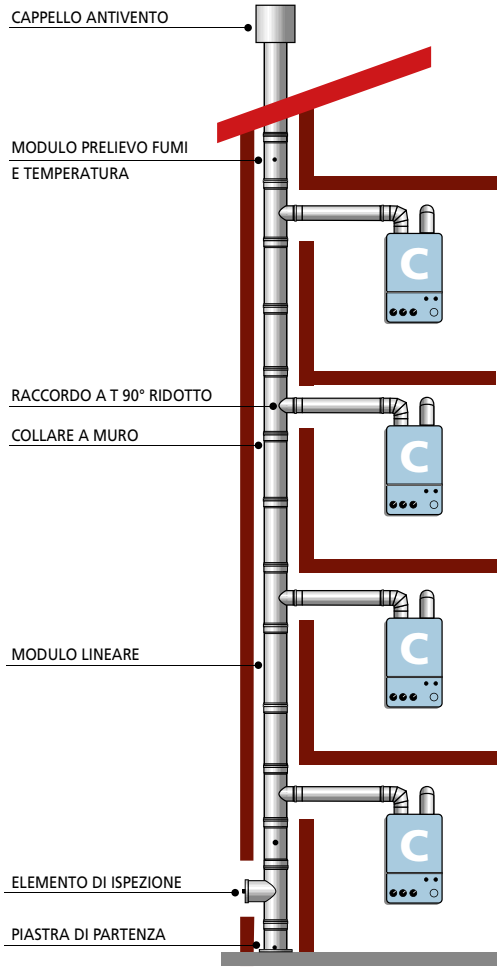

FIGURA 11
- Posizionare al di sopra dell'ultimo allacciamento un elemento che permetta di rilevare la temperatura e la pressione (**figura 11**).